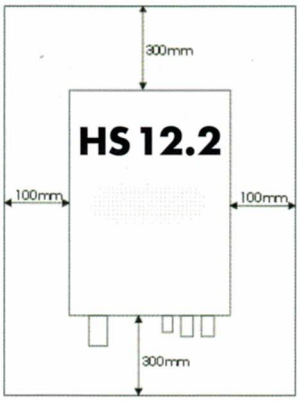
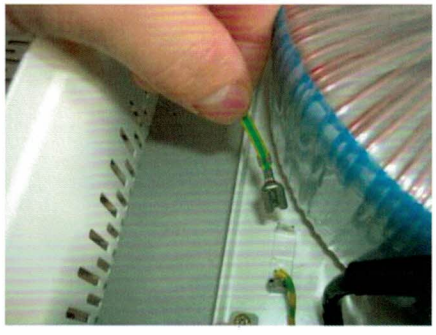

Bild 1: Mindestabstände zu angrenzenden Flächen und Anlagen
Bild 2: Schutzleiterverbindung zwischen Deckel und Gehäuse
- Das Gerät muss jederzeit frei zugänglich und seine ungehinderte Wärmeabfuhr gesichert sein. Heizungssteuerung sowie Thermostat dürfen nicht abgedeckt und auf diesen Geräten dürfen keine Gegenstände abgestellt werden. Die Lüftungsschlitze der Heizungssteuerung müssen immer frei bleiben. Die Mindestabstände entsprechend *Bild 1* sind unbedingt einzuhalten.
- Einhaltung der Mindestabstände entsprechend *Bild 1*
Nutzen Sie die beiliegende Bohrschablone, um die Befestigungslöcher anzuzeichnen. Achten Sie dabei aus Gründen einer guten Wärmeableitung auf die Mindestabstände zu baulichen Gegebenheiten und Anlagen *(Bild 1)*. Bohren Sie die angezeichneten Löcher und stecken Sie die Dübel aus dem beiliegenden Montagesatz ein. Drehen Sie anschließend die Universalschrauben in die Dübel bis zu einem Wandabstand von 5mm ein *(Schnittzeichnung 1)*. Entfernen Sie die vier Gehäusedeckelschrauben **1C** und verwahren Sie diese sicher. Nehmen Sie den Deckel **1A** ab und ziehen Sie den Stecker des grün/gelben Schutzleiterkabels am Gehäuseboden ab, sodass Sie den Deckel komplett abnehmen können *(Bild 2)*. Jetzt kann die HS 12.2 an diesen Schrauben aufgehängt werden. Drehen Sie die rechte, untere Wandbefestigungsschraube fest an, um das Gerät zu fixieren.
Vor Inbetriebnahme muss unbedingt der Gehäusedeckel wieder auf das Gerät montiert werden. Stecken Sie dazu den Stecker des grün/gelben Schutzleiterkabels wieder auf den entsprechenden Kontakt am Gehäuseboden (*Bild 2*). Schrauben Sie anschließend alle vier Deckelbefestigungsschrauben wieder fest ein. Zur Inbetriebnahme wird der Stecker in die vorgesehene Schutzkontaktsteckdose eingeführt und der Netzschalter eingeschaltet.